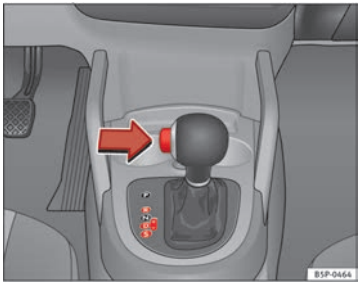

Fig. 148 Driving
– Press the button on the selector lever knob (on the left) ⇒ fig. 148.